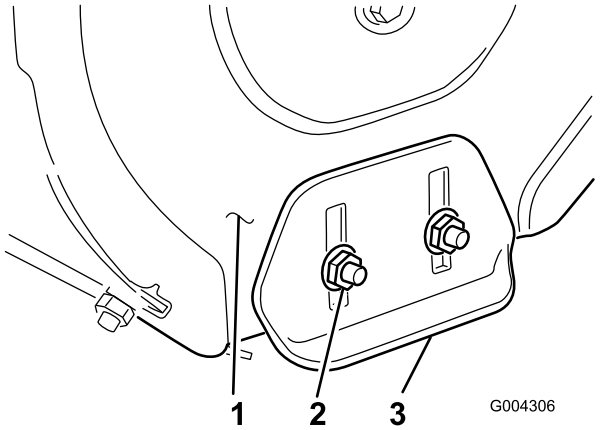

Figur 27
3. Løsn de 4 flangemøtrikker, der fastgør begge glidere til sneglens sideplader (Figur 27), indtil gliderne let kan glide op og ned.
8. Spænd de 4 flangemøtrikker, der fastgør begge glidere til sneglens sideplader (Figur 27).